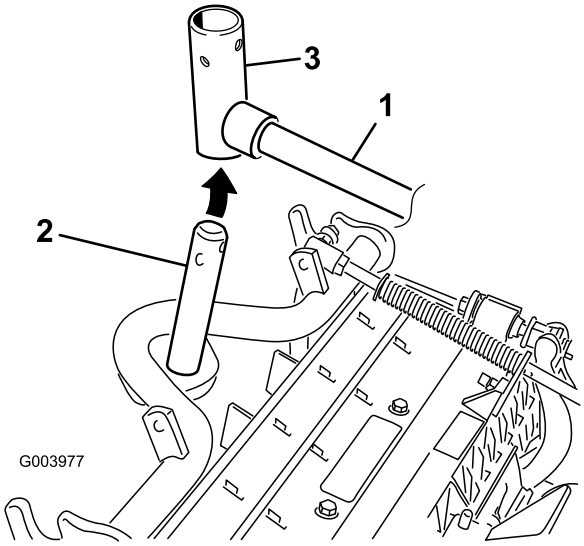

Figur 11
8. Vid montering av de främre klippenheterna ska en klippenhet skjutas in under lyftarmen samtidigt som bärramens axel förs upp och in i lyftarmens svängok (Figur 11).
B. Sätt i lyftarmens ok i bärramens axel (Figur 11).